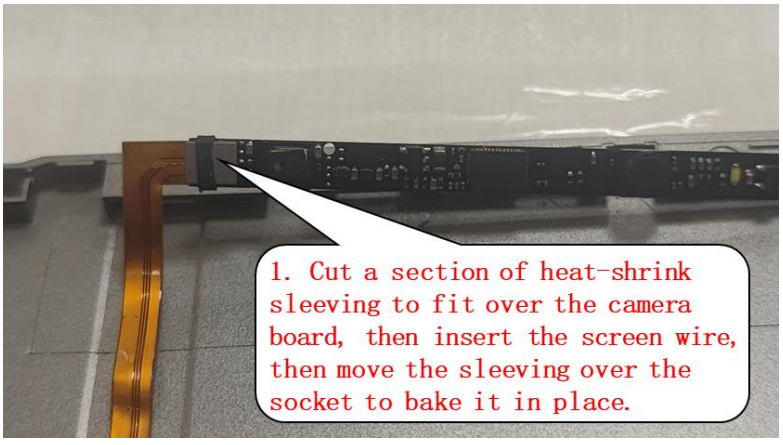

Figure 3-50 Shrink Tubing
1. Plug the speaker wires into the main board end holders as shown in Figure 3-50.
2. Install the left and right speakers on the left and right locating posts of the C case as shown in Figure 3-50.